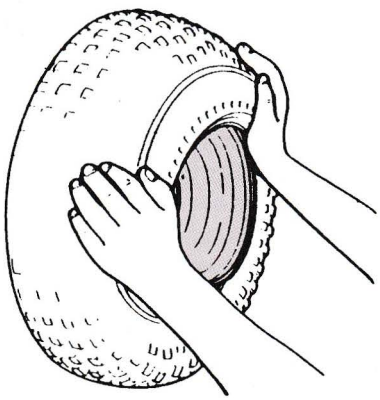

Figure 14-41. Installing an ATV tubeless tire. (American Suzuki Motor Corporation)
3. Install the tire on the wheel rim by hand as illustrated in **Figure 14-41.** To simplify the installation, do so at a point where the rim shoulder width is the narrowest.